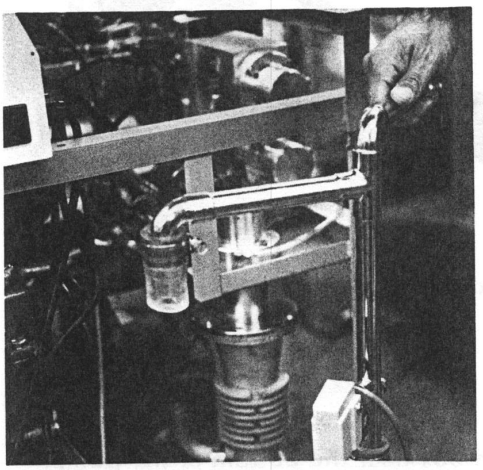

Figure 6-8. Removing Foreline Manifold
5. Remove manifold from machine (see Figure 6-8).